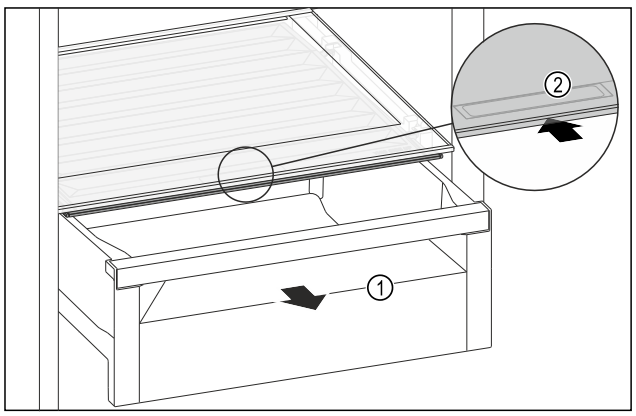

Fig. 157
▶ Extraer el compartimento *Fig. 157 (1)*.
▶ Agarrar el tirador empotrado *Fig. 157 (2)* en la tapa del compartimento y tirar de la tapa del compartimento hacia atrás al mismo tiempo.